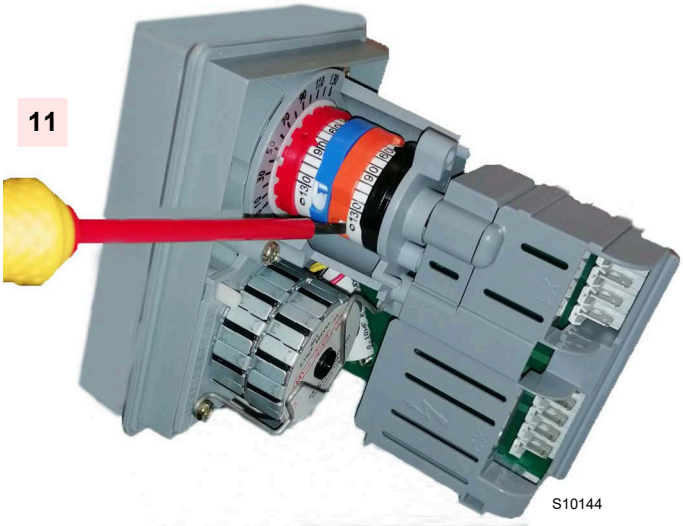

Afb. 37
- ➤ Gebruik de schroevendraaier 11) (Afb. 37) voor de eventuele afstelling van de nok III.
11 Schroevendraaier voor de afstelling van de nok III (Afb. 37)